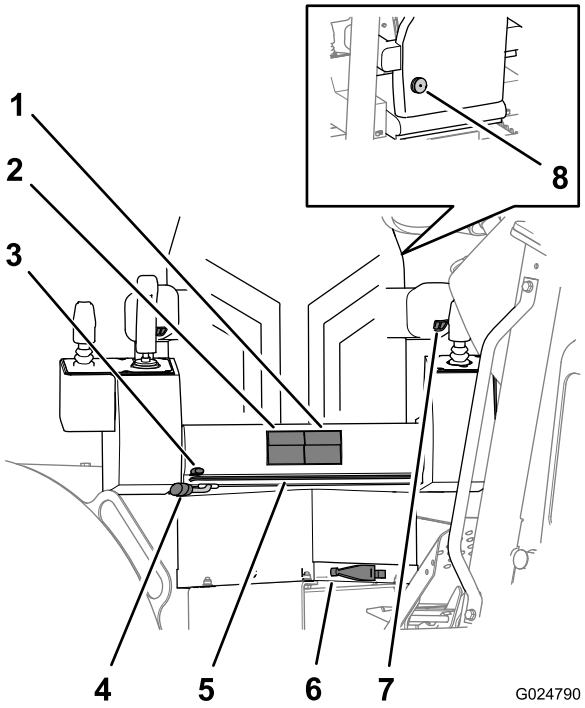

Рисунок 17
- **Кнопки регулировки высоты сиденья** – используйте их для регулировки высоты подушки сиденья вверх или вниз (Рисунок 17).
- **Кнопки регулировки продольного положения сиденья** – используйте их для смещения подушки сиденья вперед или назад (Рисунок 17).
- **Рычаг смещения рамы сиденья** – Используйте этот рычаг для регулировки всего продольного перемещения сиденья вместе с рамой вперед или назад (Рисунок 17).
- **Рычаг смещения основания сиденья** – Используйте этот рычаг для регулировки продольного перемещения основания сиденья вперед или назад по раме сиденья (Рисунок 17).
- **Рычаг поворота сиденья** – Используйте этот рычаг для разблокирования сиденья, чтобы его можно было повернуть в нужное положение. Сиденье поворачивается на 360° и фиксируется в нужном положении шагами по 10° (Рисунок 17).
- **Компенсатор массы сиденья** – Поверните этот рычаг компенсатора массы, чтобы отрегулировать жесткость подвески сиденья под массу тела оператора (Рисунок 17).
Поверните регулятор высоты подлокотника, чтобы поднять или опустить его (Рисунок 17).
Поверните ручку регулировки поясничной опоры, находящуюся позади сиденья, чтобы отрегулировать поясничную опору спинки сиденья для максимального удобства (Рисунок 17).